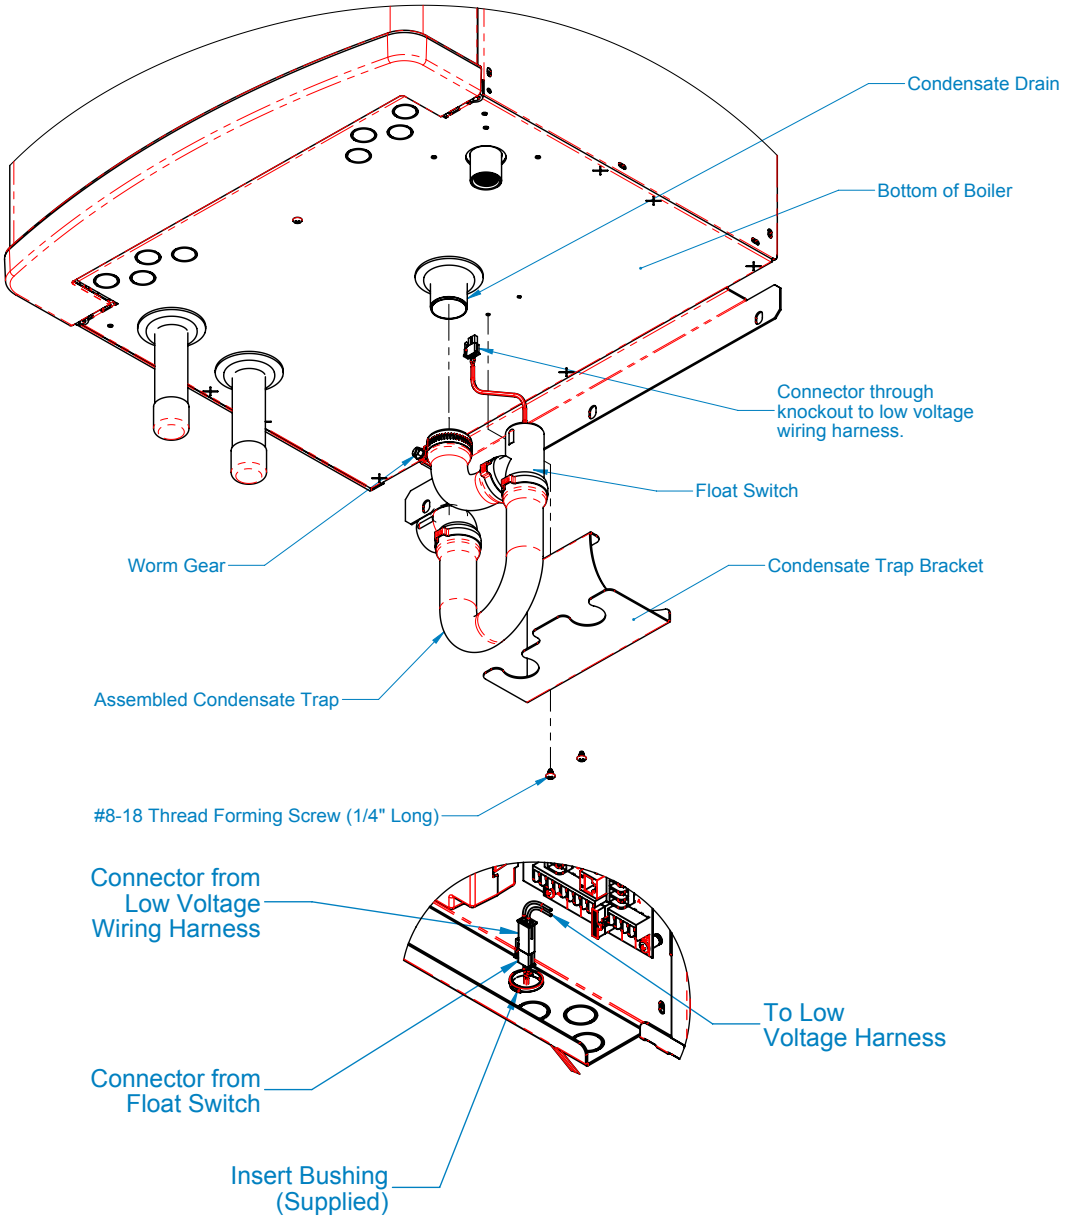

Figure 7.47: Float Switch Connection to Wire Harness
3. Press flexible pipe into designated slots on bracket. Feed connector at end of float switch, through knockout (bushing supplied for protection) and connect to wire harness (bottom right of control) Figure 7.47.